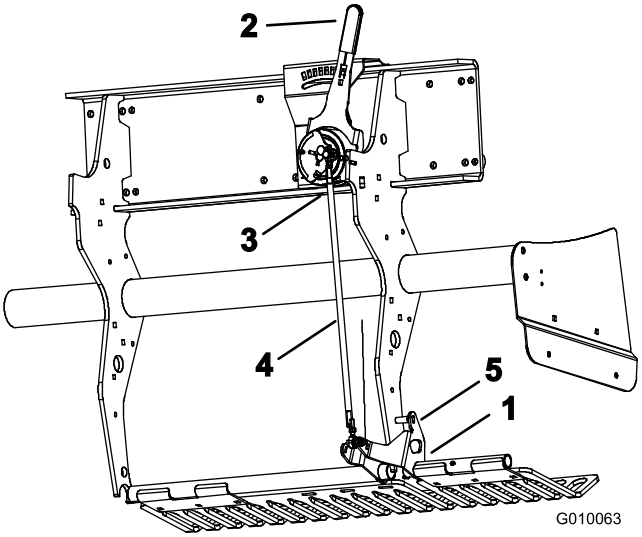

**Figuur 58**
1. Draai de linker bevestigingsbeugel van de beschermvingers (Figuur 58) omhoog totdat u een borgpen (5/16 boorstang of tapbout) kunt steken tussen de beugel en de buis voor de instelling van de werkdiepte die op het frame is gelast.
2. Zet de hendel van het grondvolgsysteem (Figuur 58) op H (diepste stand).
3. Maak de buitenboord-kogelschakelaar (Figuur 58) los van de kabelboom (schakelaar voor Hoog-Laag).
4. Draai de (linker en rechter) contramoeren op de trekstang voor de instelling van de werkdiepte los (Figuur 58).